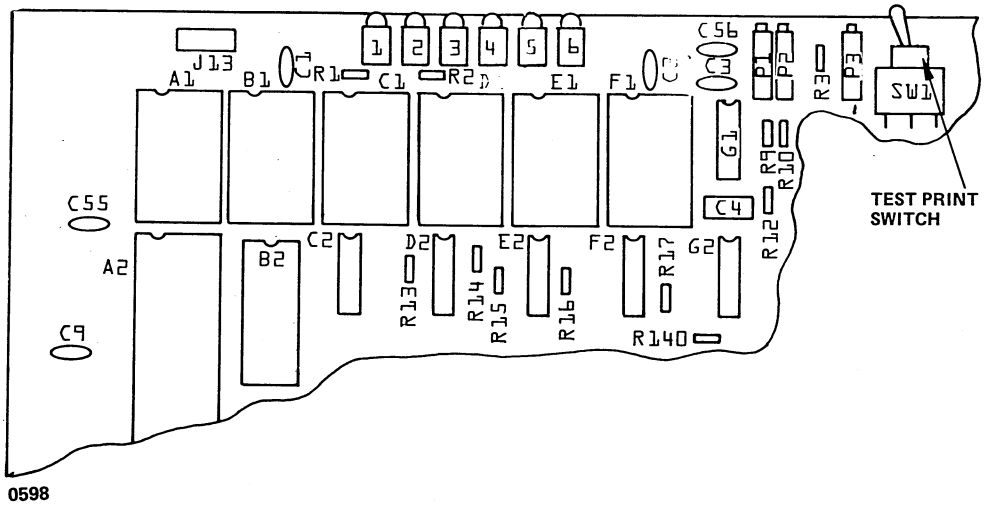

Figure 15-15. Controller and Print Head Board Test Print Switch
1. Activate the test print switch located on the controller and print head board (figure 15-15).
This switch causes the printer to print the character B alternating with blanks across the page and then perform a single line advance, as illustrated in figure 15-15. Use this pattern to check vertical and horizontal alignment of the forms.